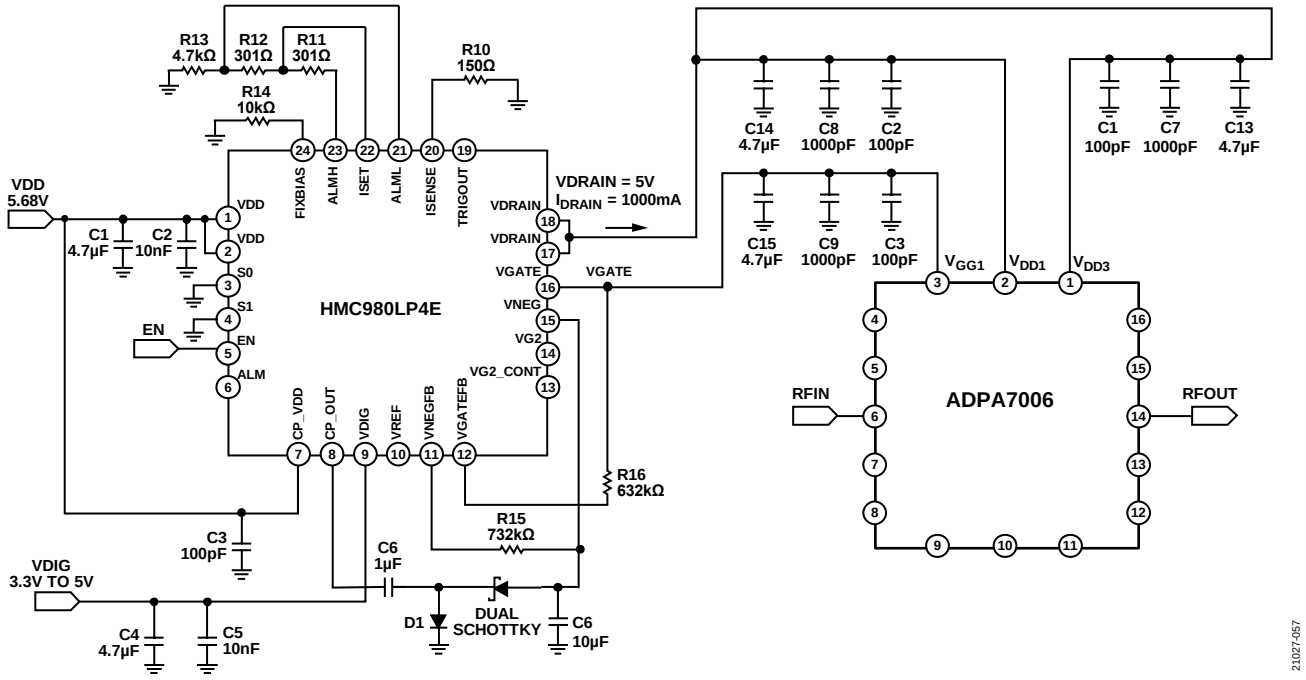
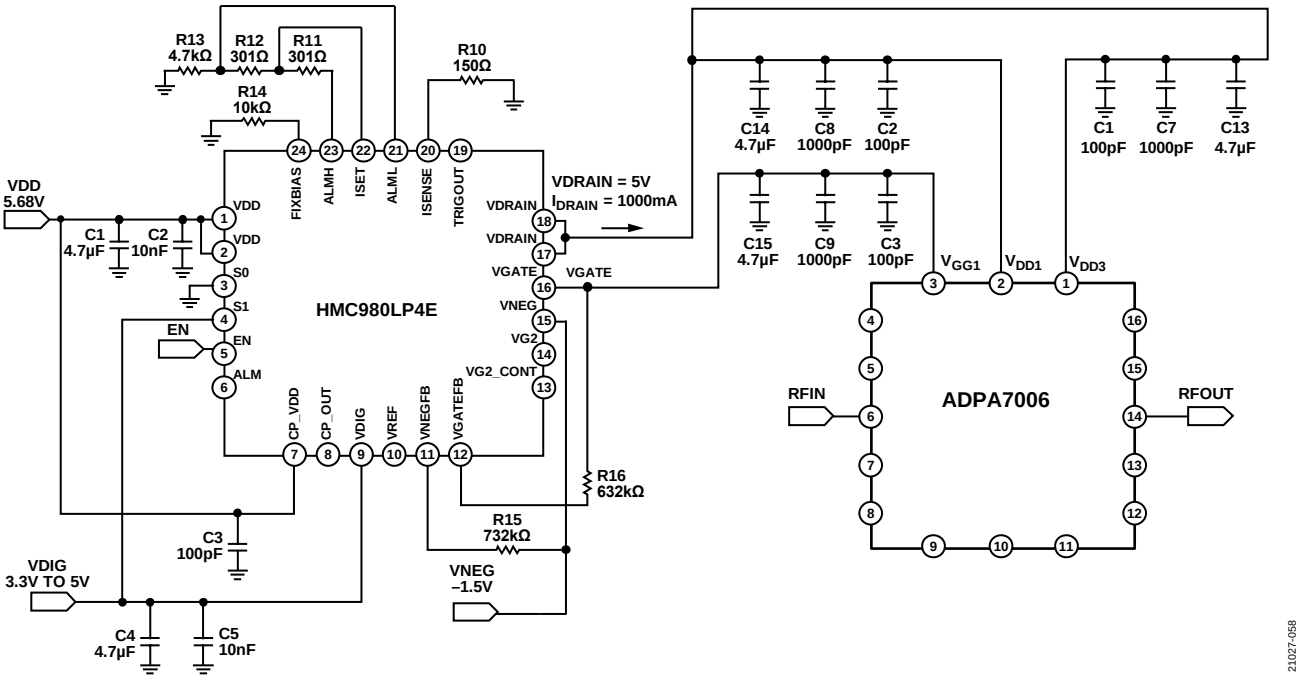

Figure 55. Application Circuit Using the HMC980LP4E with the ADPA7006
Figure 56. Application Circuit Using the HMC980LP4E with the ADPA7006 as an External Negative Voltage Source
When using an external negative supply for VNEG, refer to the schematic in Figure 56.
When using the ADPA7006 to control the HMC980LP4E, the minimum voltages for the VNEG and VGATE pins of the HMC980LP4E must be set to −1.5 V to keep these voltages within the absolute maximum ratings limit for the ADPA7006 V_{GG1} pin. To set the minimum voltages, set the R15 and R16 resistors to the values shown in Figure 55 and Figure 56. Refer to the AN-1363 Application Note, *Meeting Biasing Requirements of Externally Biased RF/Microwave Amplifiers with Active Bias Controllers*, for more information and calculations for R15 and R16.
1. Set VDIG, the voltage supply input (Pin 9) for the HMC980LP4E digital circuit (see Figure 56), to 3.3 V.
3. Connect S1, the digital control pin (Pin 4) that sets the internal field effect transistor (FET) and the internal HMC980LP4E resistor (R_{DS_ON}) resistance (see Figure 56), to VDIG (3.3 V).